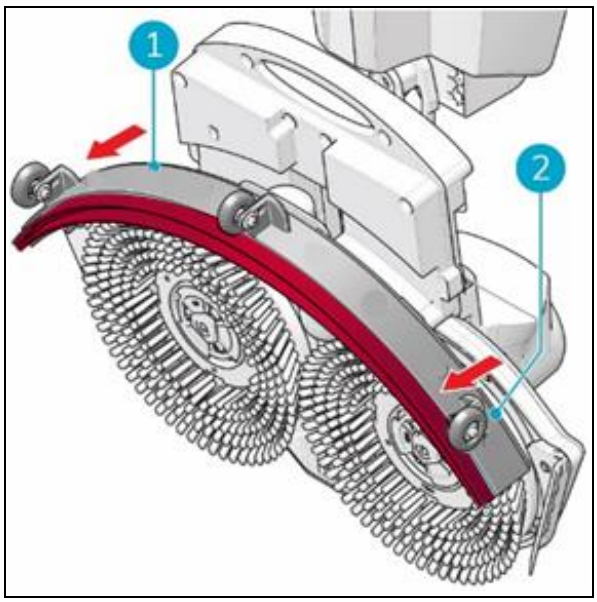

Abbildung 35
3. Ziehen Sie an der linken Seite des Rollenquetschers (Abbildung35, Pos. 1), um ihn zu entfernen.
4. Ziehen Sie an der rechten Seite des Rollenquetschers, um ihn zu entfernen. (Abbildung 35 Pos. 2.)